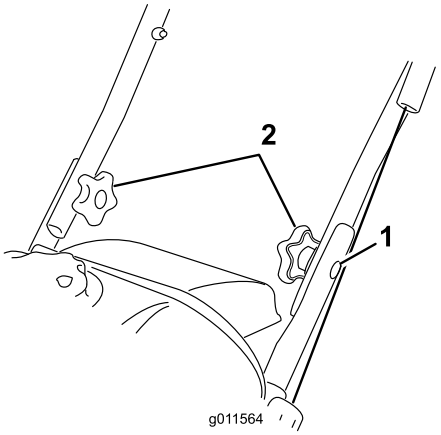

**Rysunek 3**
2. Włóż śruby z łbem grzybkowym w wyrównane otwory, łbami po zewnętrznej stronie uchwytu (Rysunek 3).
1. Śruba z łbem grzybkowym (2)
3. Załóż podkładki wygięte i pokrętła na śruby z łbem grzybkowym po wewnętrznej stronie uchwytu (Rysunek 3) i **mocno je dokręć**.